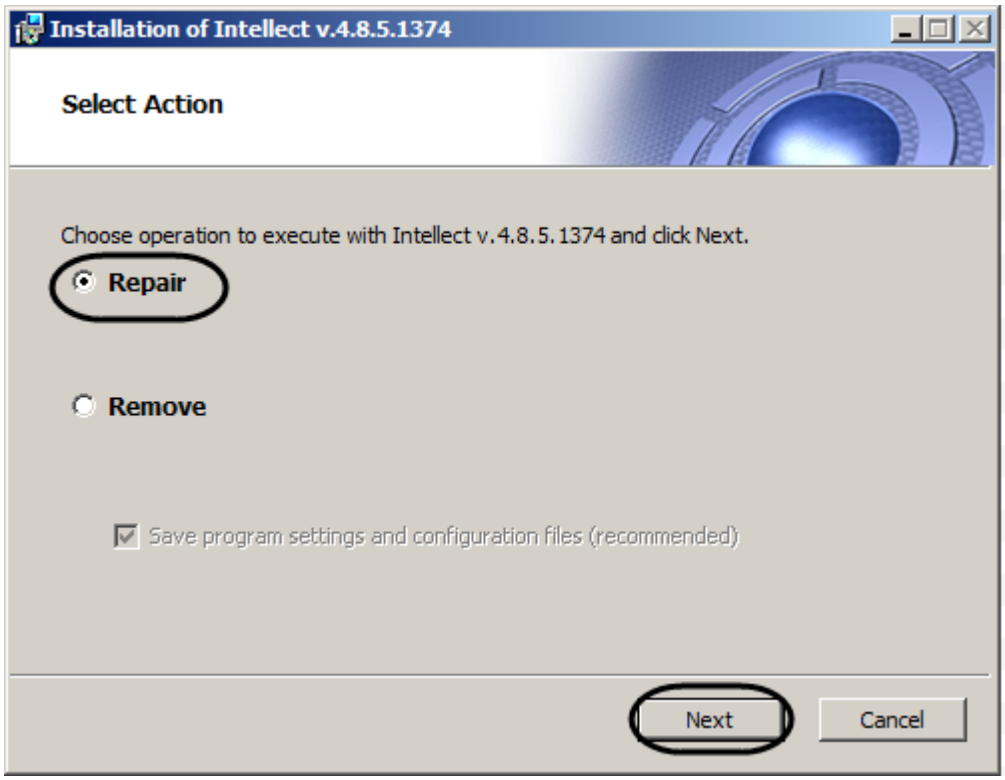

Figure 5.2-2. Re-installation type dialog box
As a result the “Select Action” dialog box is displayed (Figure 5.2-2).
3. To select INTELLECT™ software components repair mode, select Repair installation type and click Next (Figure 5.2-2).